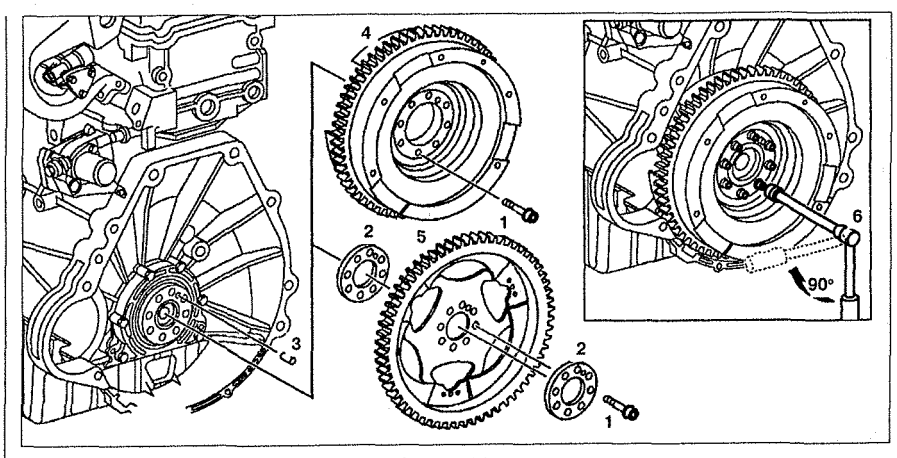

Рис. 2.57. Маховик:
4. Открутите болты **1** с помощью ключа **6** (см.рис.2.57).